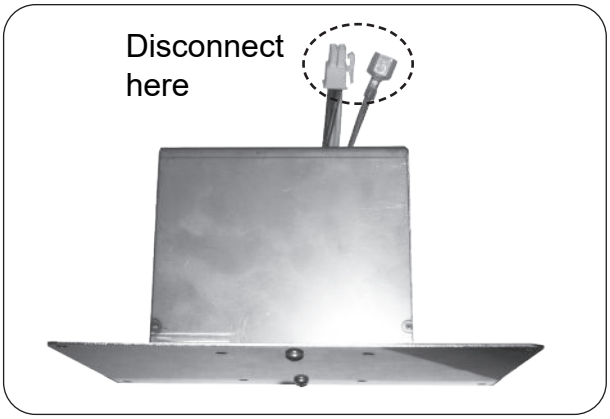

Fig. 41-2 Disconnect wire harness and groundwire (and power cord)
3. Disconnect the power supply cord. Then disconnect the wire harness and ground wire (see Fig. 41-2). Completely remove the box from the enclosure for ease of fuse replacement.